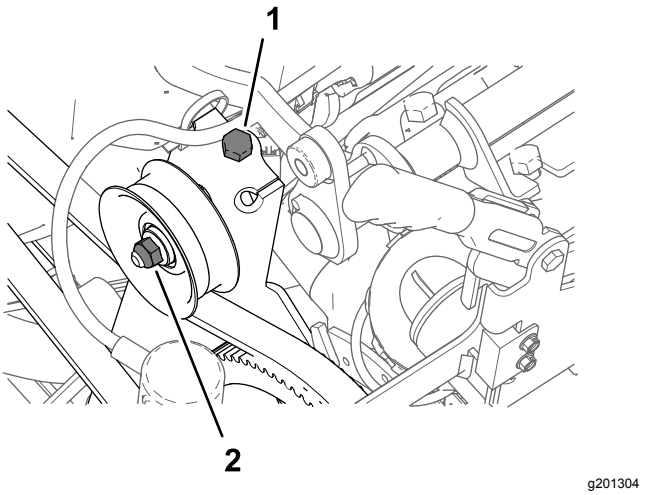

Figur 178
1. Løsn møtrikken til styreremskivens aksel (Figur 178).
2. Drej remspændingsbolten for at tage al spændingen af sprøjtepumpens rem (Figur 178).